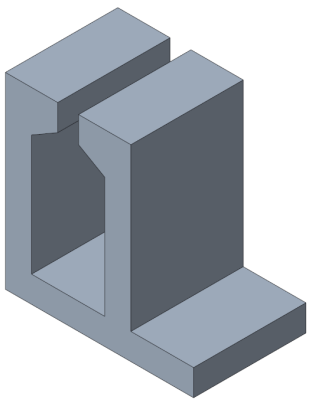
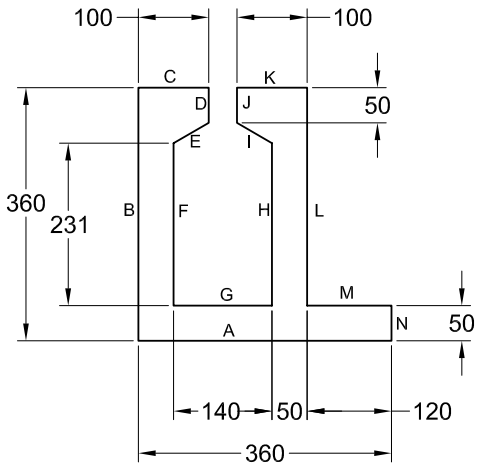
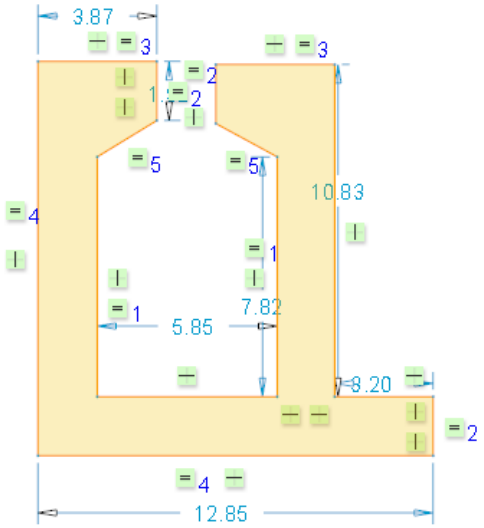

Figure 2-30 *Model for Tutorial 2*
Figure 2-31 *Sketch of the model*
Figure 2-32 *Vertices aligned horizontally*
In this tutorial, you will draw the sketch for the model shown in Figure 2-30. The sketch of the model is shown in Figure 2-31. For your reference, all entities in the sketch are labeled alphabetically. **(Expected time: 30 min)**
b. Draw the sketch by using the **Line Chain** tool, refer to Figure 2-32.
The sketch in Figure 2-31 consists of only lines. For ease of understanding, all lines in the sketch are labeled alphabetically.
9. Now, continue drawing the remaining lines that are shown in Figure 2-30. When the sketch is complete, end the line creation by pressing the middle mouse button twice. Notice that the sketched entities are dimensioned automatically as you draw them. These dimensions are weak dimensions and appear in light blue color.
6. Select the vertex that is joining the lines L and M. Now, select the vertex that is joining the lines G and H. For the placement of lines, refer to Figure 2-31. Both the vertices are aligned horizontally, as shown in Figure 2-32.
7. Select the vertex that is joining lines C and D and the vertex that is joining lines J and K, refer to Figure 2-30. Both the vertices are aligned horizontally, refer to Figure 2-32.